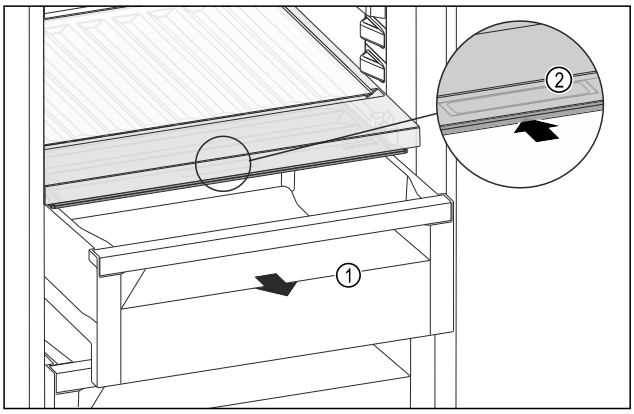

*Fig. 171*
▶ Schuifvak *Fig. 171 (1)* uittrekken.
▶ Greeplijst *Fig. 171 (2)* op het vakdeksel vastpakken en het vakdeksel gelijktijdig naar achteren schuiven.